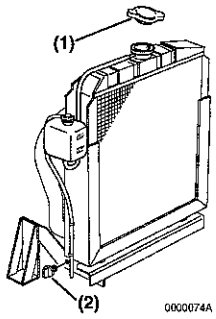

Figura 19
2. Rimuovere il tappo del radiatore **(Figura 19, (1))**.
3. Rimuovere il tappo di scarico o aprire il rubinetto di scarico **(Figura 19, (2))** posto nella parte inferiore del radiatore e scaricare il liquido refrigerante del motore.